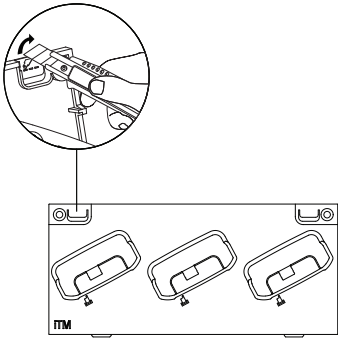

Abbildung 11: Lösen der herausnehmbaren Platte aus der Ladeschale.
2. Lösen Sie die herausnehmbare Platte aus der Ladeschale, um dort das Programmierkabel durchzuführen (siehe Abbildung 11).